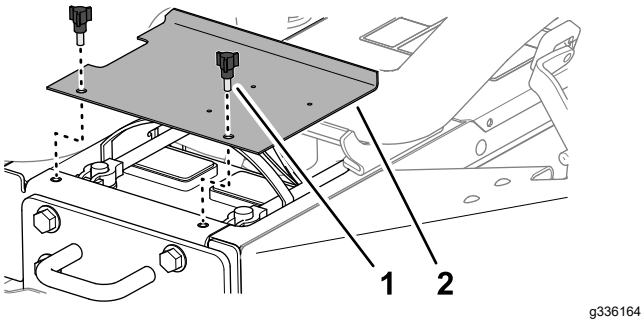

**Figur 4**
1. Avlägsna de två rattarna som fäster batterikåpan på maskinen, och plocka sedan bort kåpan (Figur 4).